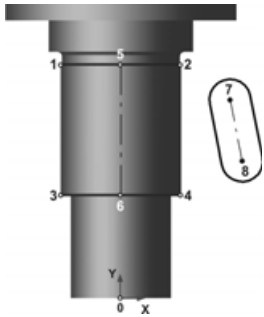

Рис. 5.250
- Постройте отрезок 7-8, соединяющих центры дуг (рис. 5.250).